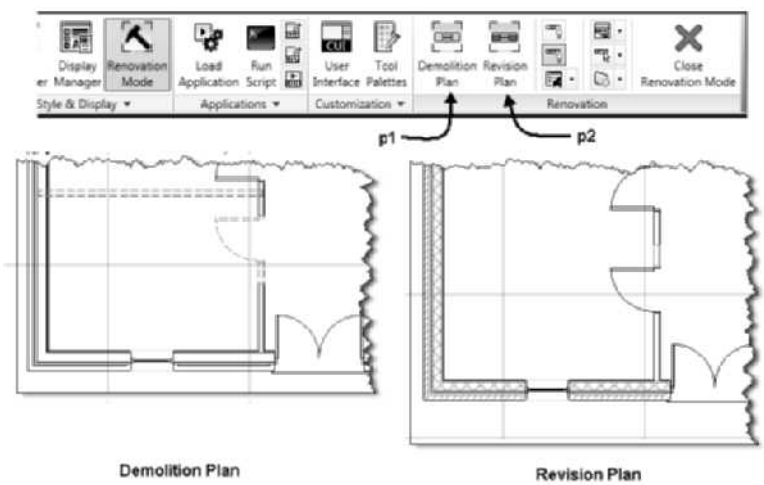

FIGURE 1.67 *Demolition and Revision Plans created with the Renovation Mode*
10. Choose the Demolition Plan of the Renovation panel shown at **p1** in Figure 1.67 to open the **Activation of a Demolition Plan**. Verify that the **Renovation_Medium Detail** is specified for the Name of Renovation Display Configuration to activate. Choose **OK** to dismiss the dialog box and view the demolition plan as shown at left in Figure 1.67.
12. Choose **Close Renovation Mode** of the **Renovation** panel as shown at right in Figure 1.67.